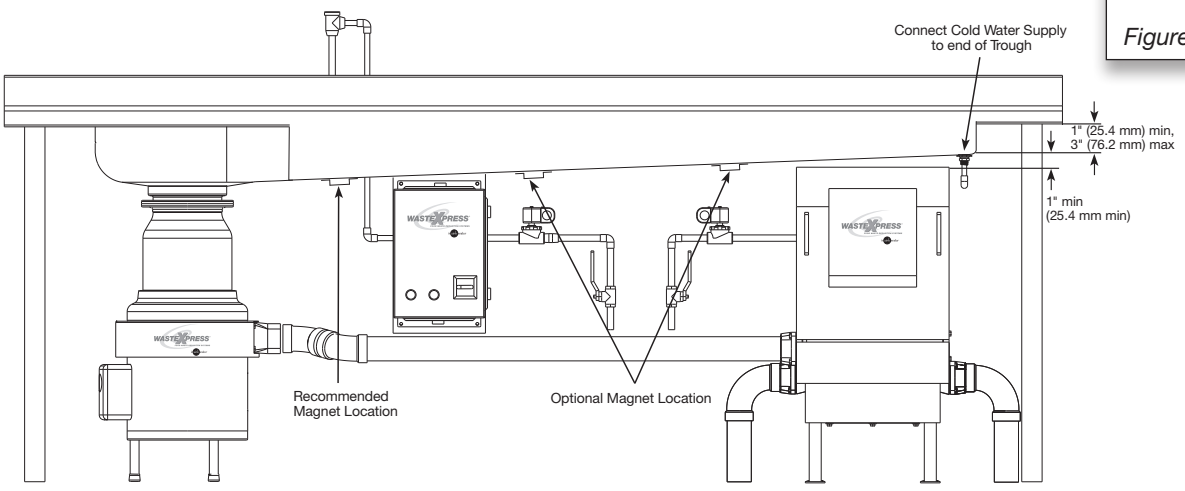

Figure 4. Trough Typical Installation
- Trough magnets should be placed within 12" (304.8 mm) of end of trough or trough intersection with sink bowl (see Figure 4).